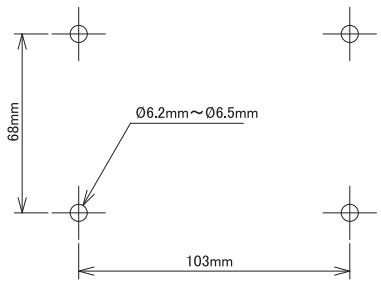

図 1. 取付け穴寸法図
③取付け方法
1. 取付ける場所（天井・柱・壁面等）にφ6.2mm ～ φ6.5mm の穴を、 図 1 の寸法で 4 ヶ所あけてください。